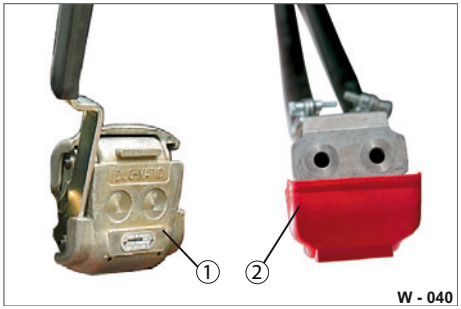

Abb. 39 Kupplungskopf zerlegt
▶ Reinigen Sie die Dichtflächen des Kupplungskopfes (Abb. 39/2) und der Kupplungs-Steckdose (Abb. 39/1) mit sauberen, trockenen Lappen.